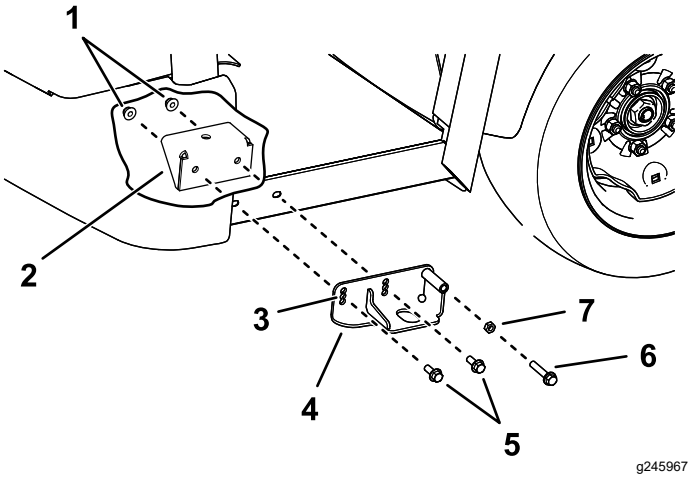

Figur 26
3. Montera vänster fäste och höger fäste på de främre hyttfästena med två skruvar med sexkantsflänshuvud (⅜ x 1 tum) och två flänsmuttrar (⅜ tum) på vardera sida (Figur 26).
4. Skruva fast justerskruven (⅜ x 2 tum) och sexkantsmuttern (⅜ tum) i vänster och höger fäste på vardera sida av maskinen (Figur 26).
Använd justerskruven (Figur 26) för att centrera hytten.